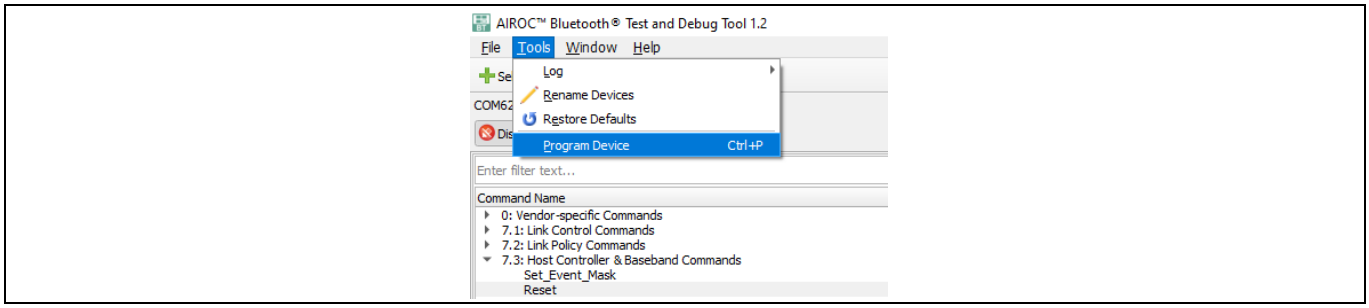
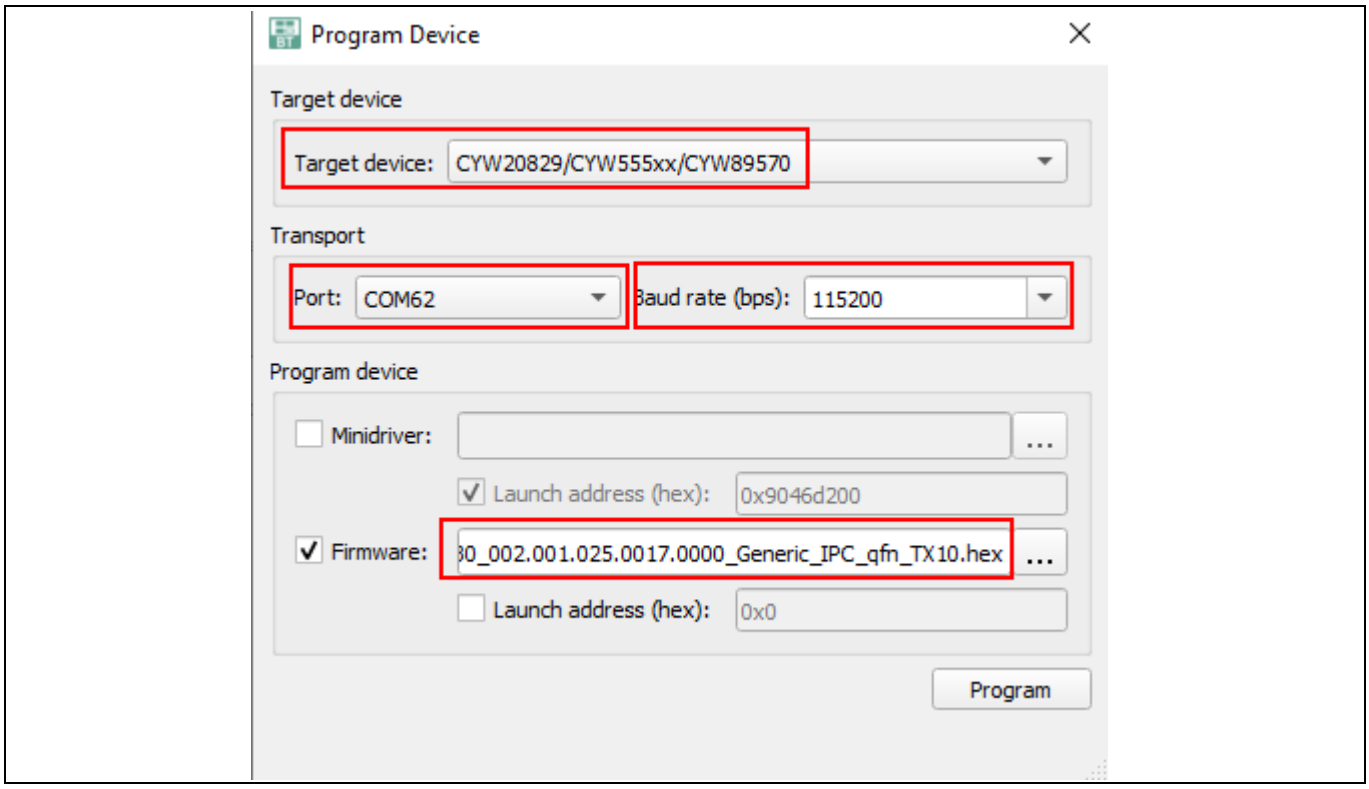

Figure 9 Program Device command
Figure 10 Program Device window
7. On the **Program Device** window that appears, enter the following and click **Program**. See Figure 10.
1. Under the command list **7.3: Host Controller & Baseband Commands**, double-click **Reset**, and check for the “success” status in the log window. (see Figure 9 and Figure 10).